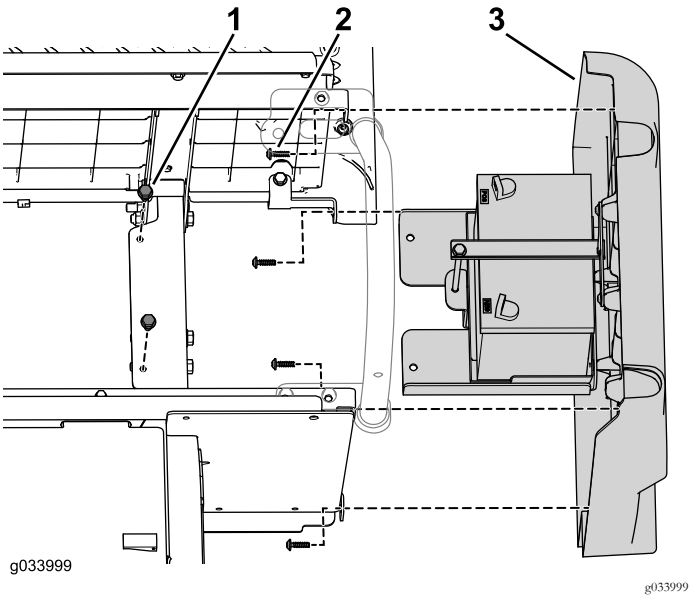

Figura 5
2. Retire los 2 pernos con arandela prensada que sujetan la bandeja de las baterías al bastidor (Figura 5).
3. Retire los 4 tornillos que sujetan el panel derecho al conjunto de asiento inferior (Figura 5).